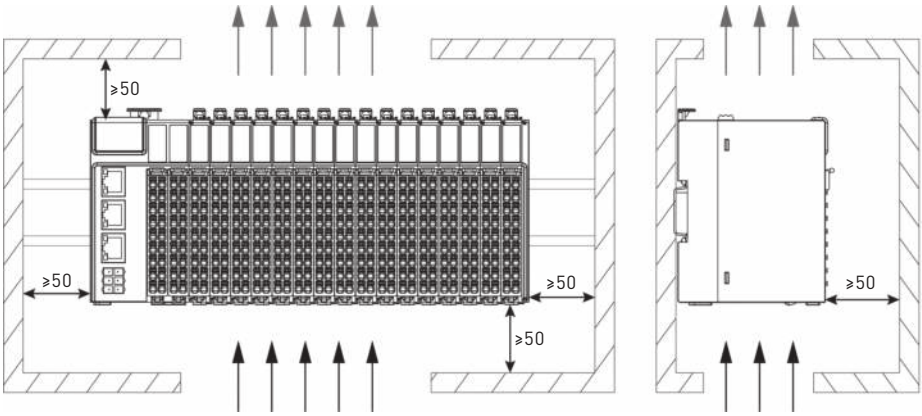

Рис. 5. Условия соблюдения естественного теплоотвода
4. Теплоотвод осуществляется за счёт естественной конвекции. Для обеспечения нормального теплового режима необходимо соблюдать следующие условия (рис. 5):